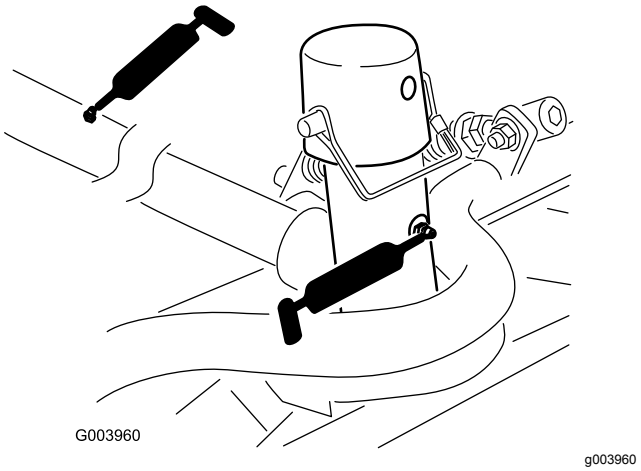

**Figur 77**
- Klippeenhedernes bæreramme og drejetap (2 hver) (Figur 77)